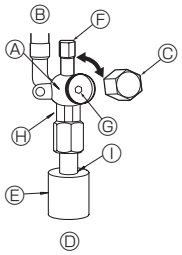

Fig. 4-6
② Assicurarsi che la valvola d'arresto sia completamente aperta e riportare il cappuccio alla posizione originale.
(2) Lato liquido (Fig. 4-6)
① Togliere il cappuccio e girare fino a quando è possibile l'asta della valvola in senso antiorario utilizzando una chiave esagonale du 4 mm. Smettere di girare quando si urta l'otturatore.